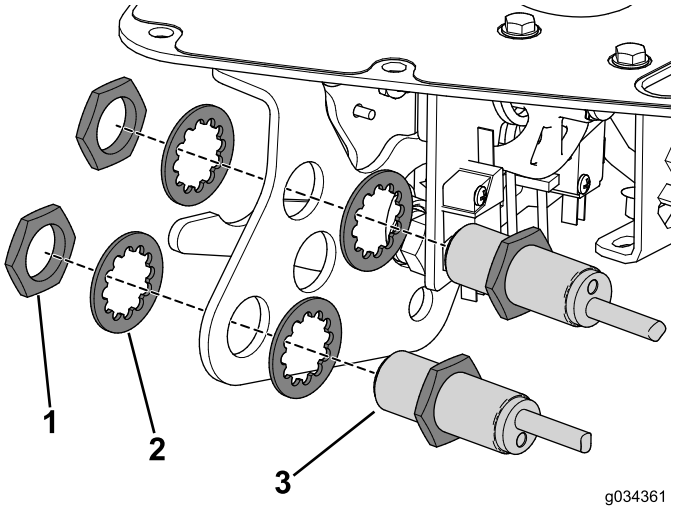

Figura 23
3. Utilice las tuercas y las arandelas de freno que retiró anteriormente para sujetar los sensores de proximidad al soporte de la palanca funcional (Figura 23).